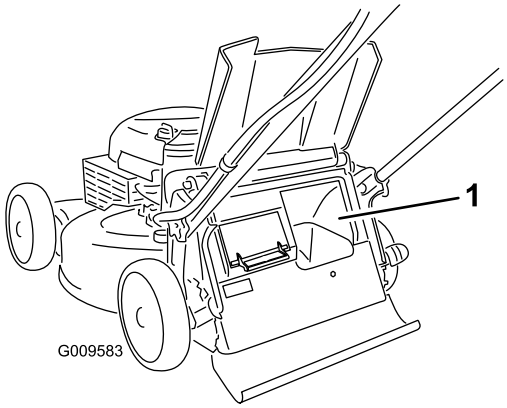

**Figuur 16**
**Belangrijk: Verwijder voor een juiste werking eventueel maaisel en vuil van de grasvangerklep en de omgeving ervan (Figuur 16) voordat u de hendel in een andere stand zet.**